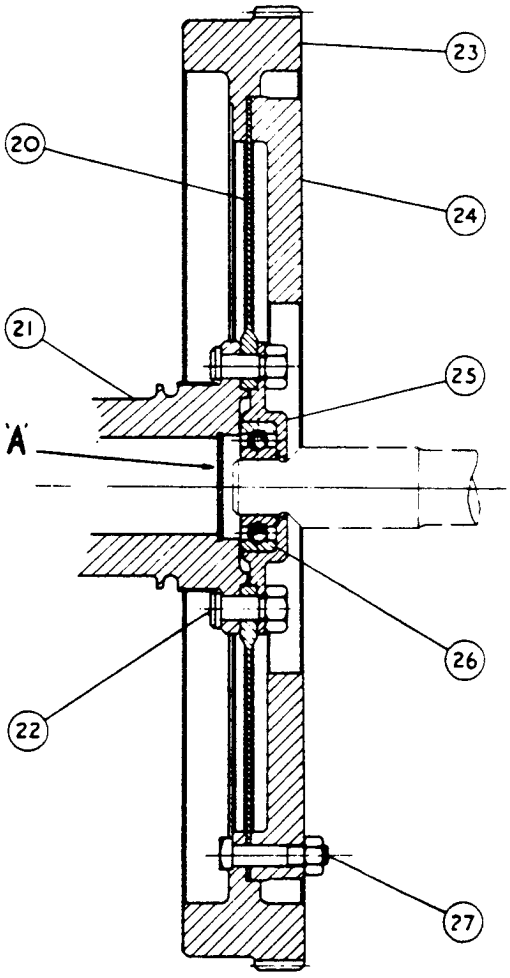

Fig.2. Section through flywheel.
1. Oil leakage past the sealing washer 'A' Fig.2 at the rear end of the crankshaft.
2. Excessive initial loading of grease into the clutch spigot ball bearing (26 Fig.2) of the flywheel, distinguished by radial grease marks on the friction plate (24).
It has been found on investigation, that under certain conditions there is a possibility of an oil leakage past the sealing washer ('A' Fig.2) at the rear end of the crankshaft. If the leakage is sufficient, oil may reach the front facing of the driven plate. In practice, it is likely that the first indication will be a clutch shudder and then a slipping clutch. If after removal of the clutch, oil, apart from grease, is found to be present in the spigot bearing (26 Fig.2), it can be assumed that it is leaking past the sealing washer.
Whenever there is evidence of oil leakage past the sealing washer, a rubber plug should be fitted as described herein. If however, a rubber plug is not immediately available, then it will be necessary to solder the sealing washer ('A' Fig.2) to the crankshaft as described in Paragraph 1b.
With the clutch removed from the flywheel, remove the crankcase lower half, taking care to try and avoid damaging the Vellumoid joint fitted between the face of the crankcase and the wheelcase. Before fitting the rubber plug, it will be necessary to drill a 1/16"dia.($1\frac{1}{2}$mm) air escape hole in the centre of the existing sealing washer. Prior to drilling, and to prevent any drilling swarf from dropping into the spigot bearing (26 Fig.2), cut a piece of paper about $1\frac{1}{2}$" (38mm) wide, grease it on one side and then fold it in cylindrical form so that the greased side is on the interior, pass it through the spigot bearing and up to the face of the sealing washer. After drilling the washer, remove burrs from hole and then carefully remove the paper tube,together with all traces of swarf which will be found to be trapped on the greased side of the paper.